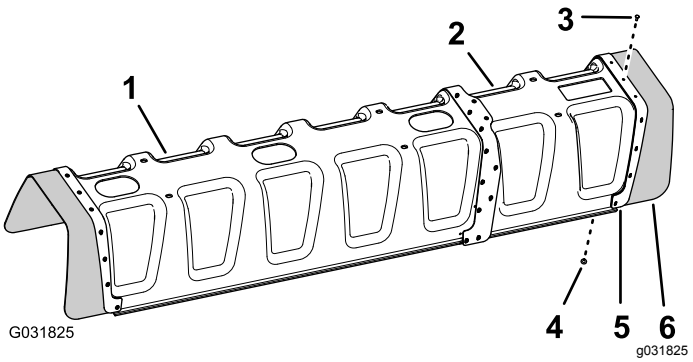

Figur 149
5. Innrett hullene i gummidekslet og forsterkningsplaten (enkel rad) som du fjernet i trinn 2 med hullene i enden av dekselutvidelsen (Figur 149).